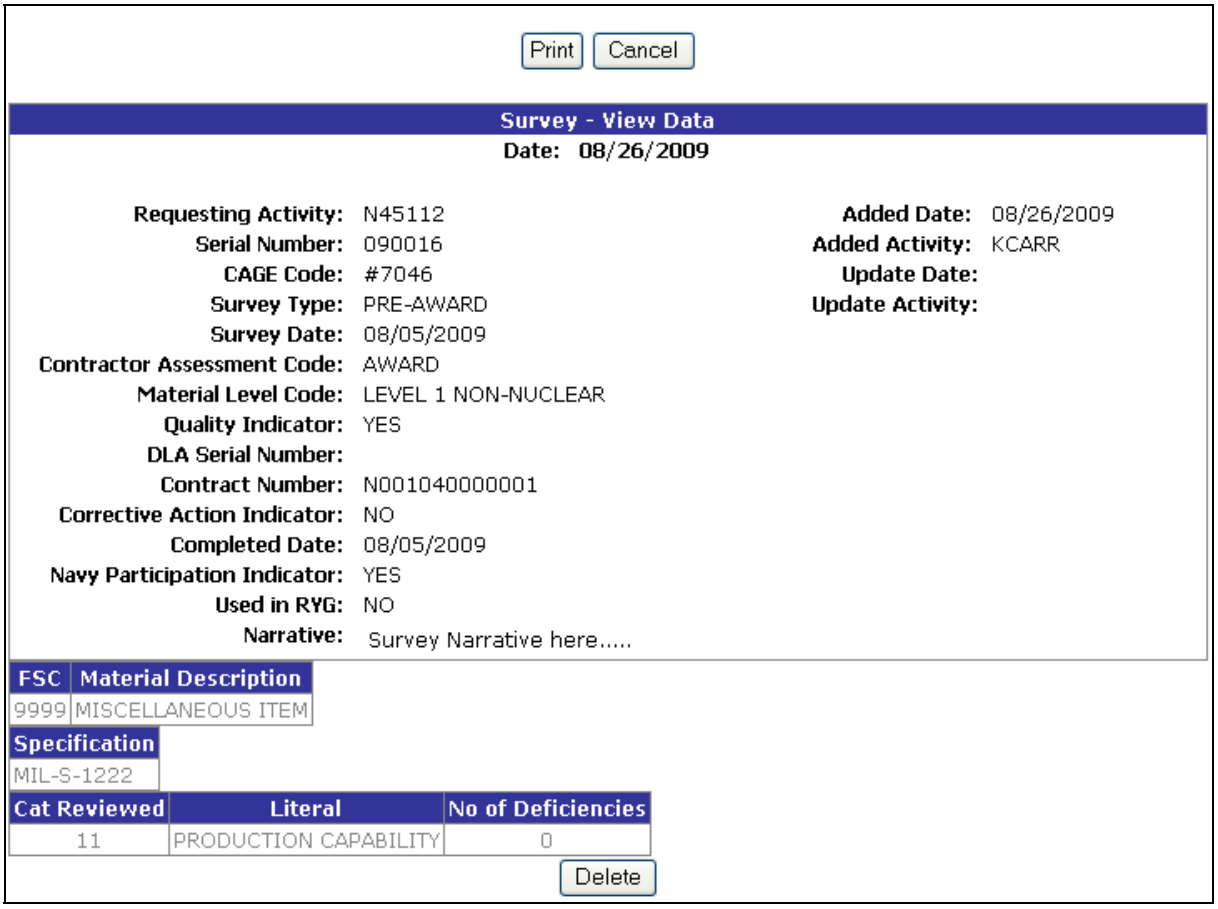

Figure 3.8
b. The delete screen (Figure 3.8) displays. Note that deleting records is only possible for records which the user has permissions for and is based on their user profile.